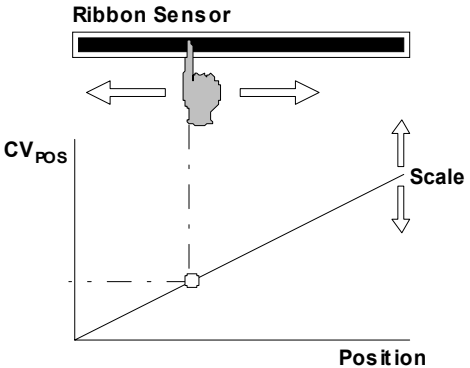

Fig. 1: Connection between position, Control Voltage CV_{POS} and Scale
The position sensor of the A-198 is in principle a linear potentiometer that is activated whenever a finger touches the sensor. Consequently the **relation** between the **position of the finger** and the **Control Voltage CV_{POS} is linear** too (see fig. 1).
The **Scale**, i.e. the connection between position difference and voltage difference, is adjusted with control ① (see fig. 1).